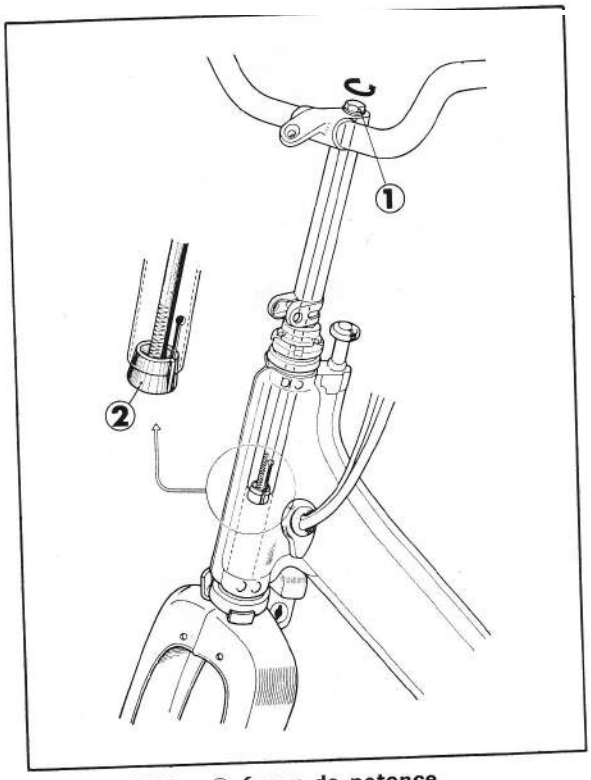

**Figure 4-12 : ① écrou de potence ② cône de blocage**
4. Desserrer l'écrou de potence et le frapper légèrement pour pouvoir extraire le guidon. (figure 4-12)